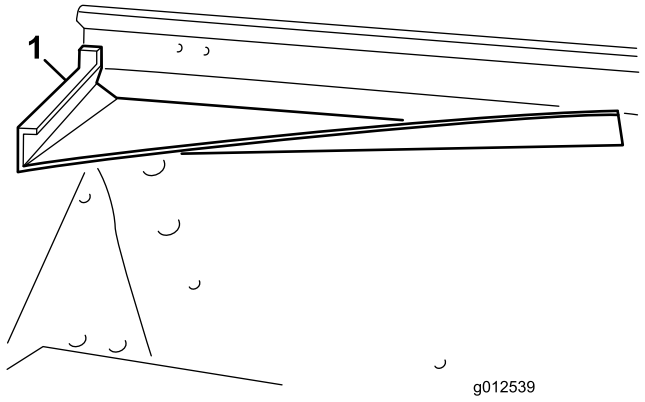
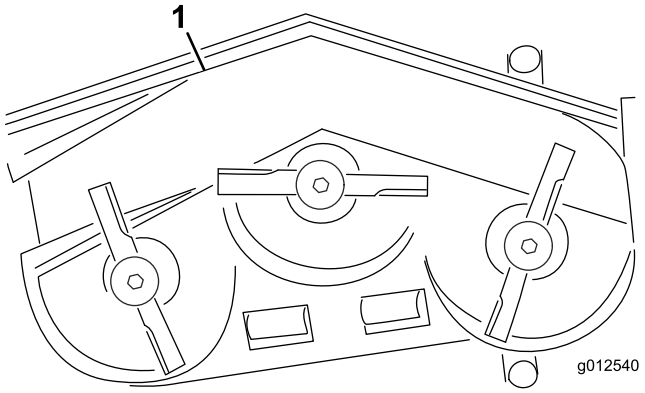
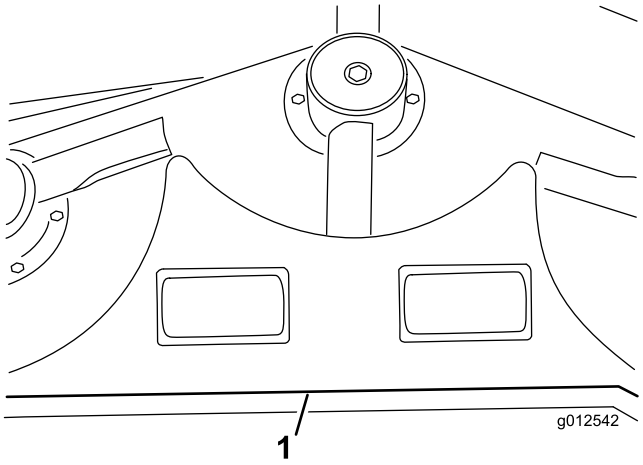
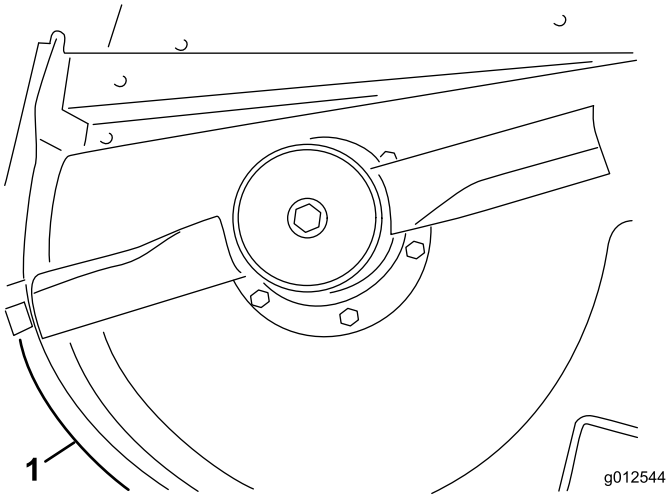

Figuur 11
Figuur 12
Figuur 14
Figuur 16
1. Steek de voorste grasgeleider in het maaidek en zorg ervoor dat het uiteinde van de grasgeleider uitgelijnd is met de rand van de uitworpopening (Figuur 11 en Figuur 12).
8. Monteer de achterrand op het maaidek; monteer 4 bouten (3/8-16 x 1 inch) en borgringen (3/8 inch) in de bestaande gaten (Figuur 14).
9. Lijn de linkerrand uit met het linkeruiteinde van de achterrand en de rand van het maaidek (Figuur 12 en Figuur 14).
11. Lijn de rechterrand uit met het rechteruiteinde van de achterrand en de rand van het maaidek (Figuur 12 en Figuur 16). Gebruik de linkerrand als sjabloon om drie gaten met een diameter van 9/32 inch te markeren en te boren in het maaidek.